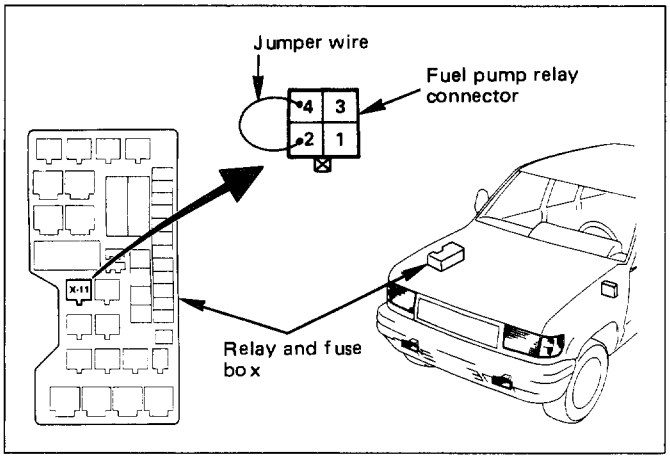

Fig. 6C-4
2. Connect the pump relay terminals with a jumper wire as shown and start the fuel pump to measure delivery. (Fig. 6C-4)